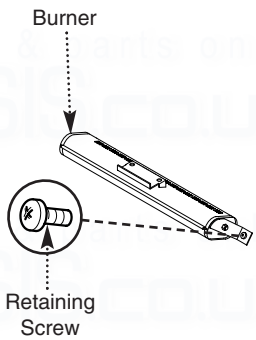

Fig. 53
3. Refit the burner to the controls mounting plate (Fig. 53).